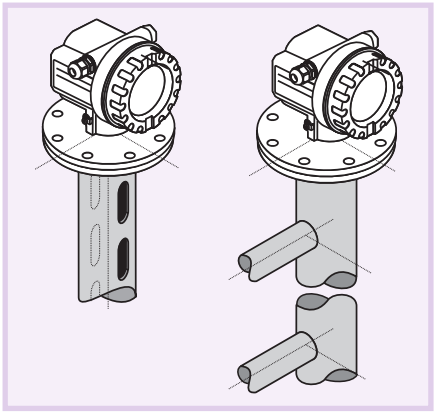

Рис. 8. Размещение зонда в успокоительном колодце (слева) и в байпасе (справа)
- Для уменьшения влияния помех при работе с жидкостями, вязкость которых меньше 500 сст, стержневой или коаксиальный зонд может быть помещён в байпас или успокоительный колодец, располагаемый в произвольном месте резервуара (рис. 8).